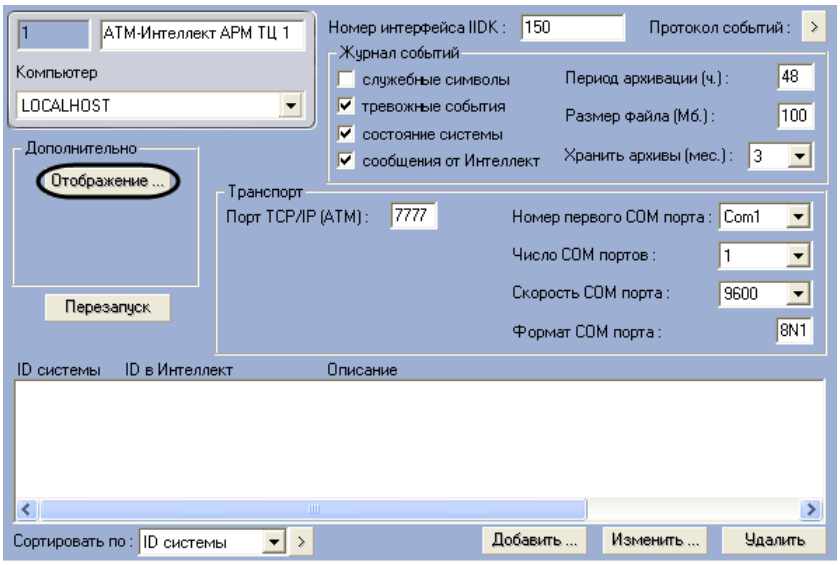

Рис. 5.4—1 Переход к настройке отображения информации в Протоколе событий
1. Перейти на панель настройки объекта **АТМ-Интеллект АРМ ТЦ** (Рис. 5.4—1).
2. Нажать на кнопку **Отображение…** (см. Рис. 5.4—1).